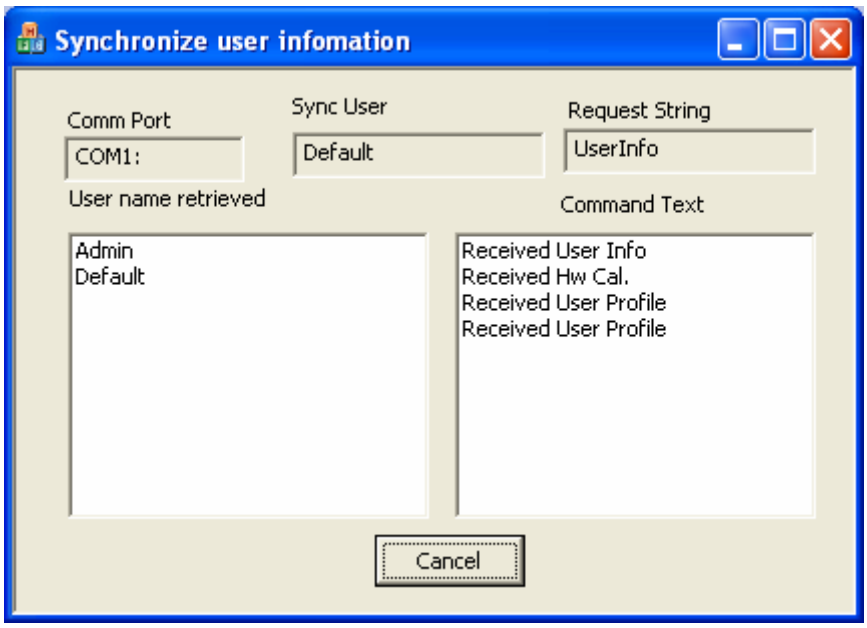

Figure 8 : XLComm synchronizes with meter
5. XLComm establishes connection with the meter and synchronizes basic information (user information, hardware calibration & user databases) with the meter. (Figure 8)